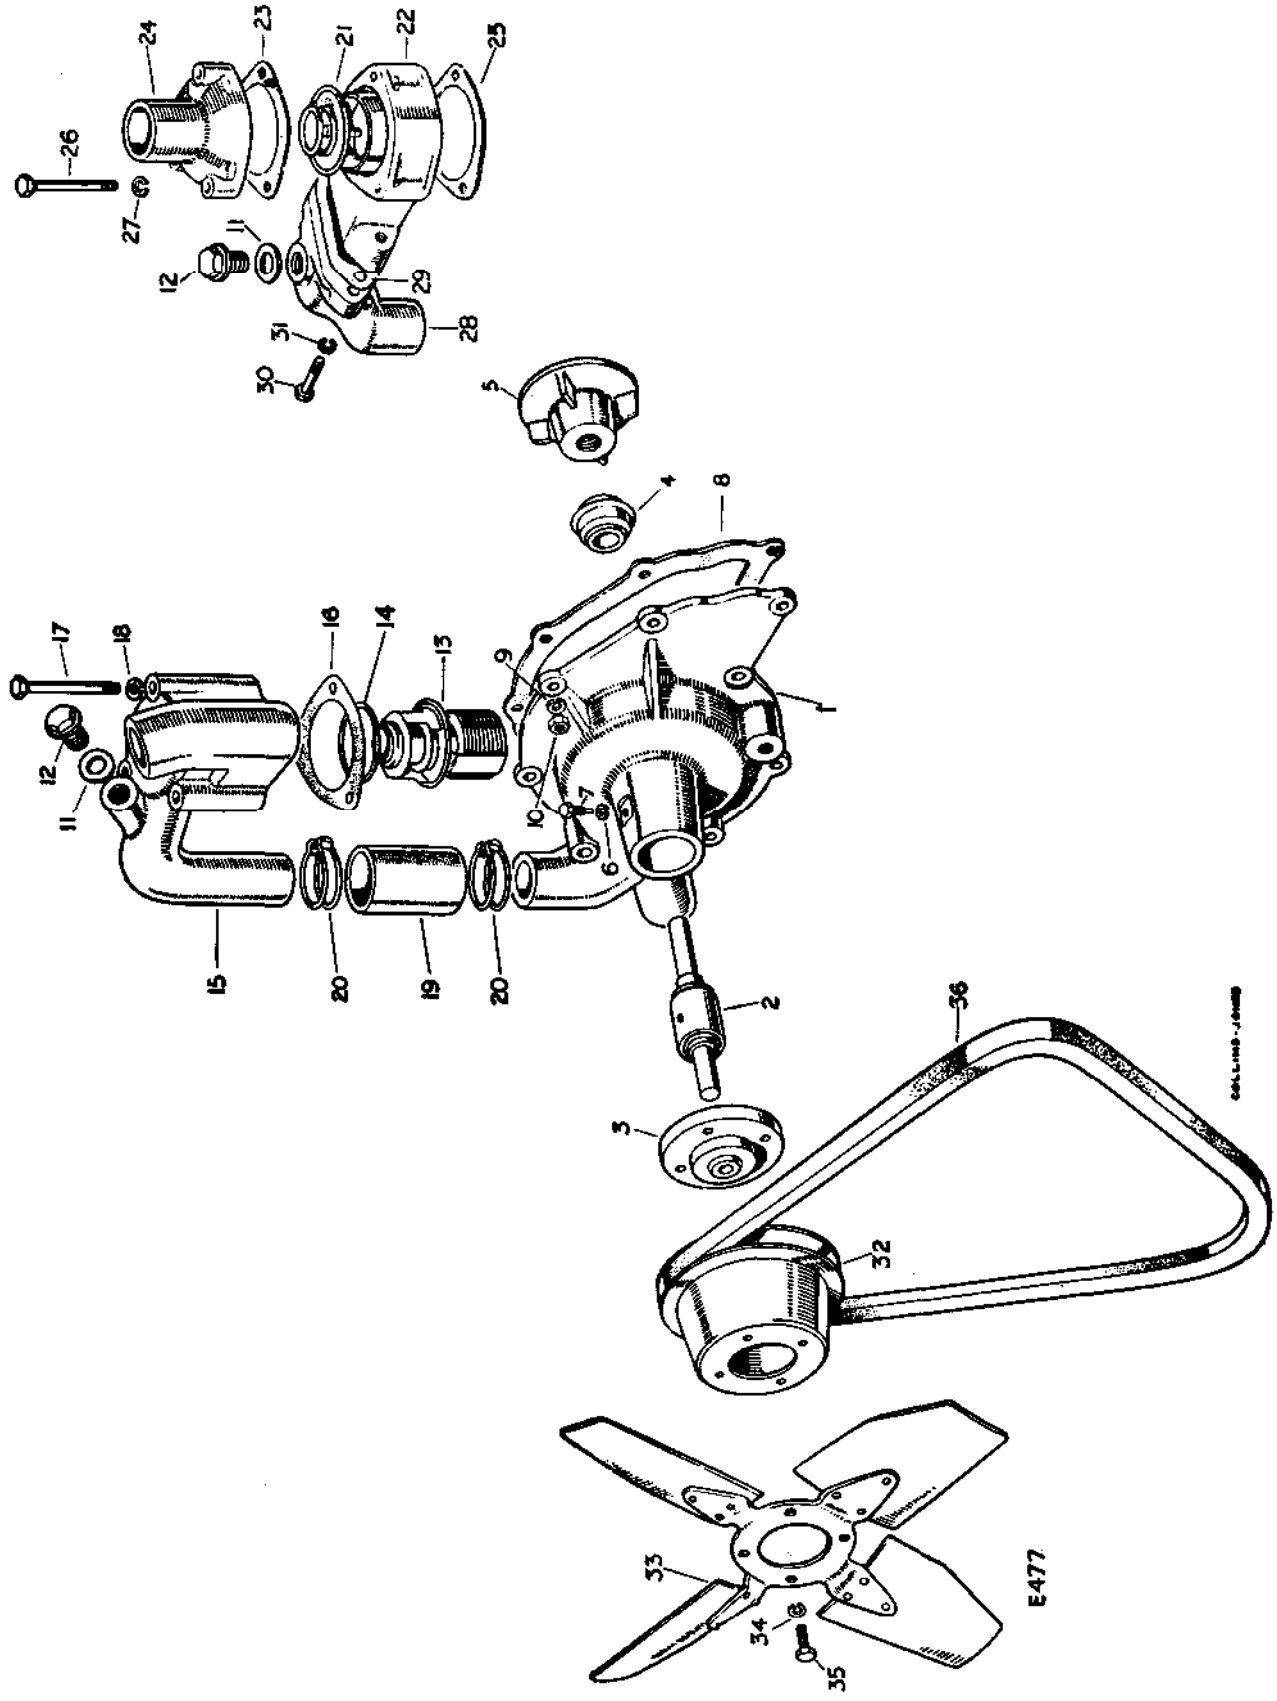

**Fig. K1-1. Layout of cooling system components, 4 cylinder models**
**Key to Fig. K1-1. Layout of cooling system components, 4 cylinder models**